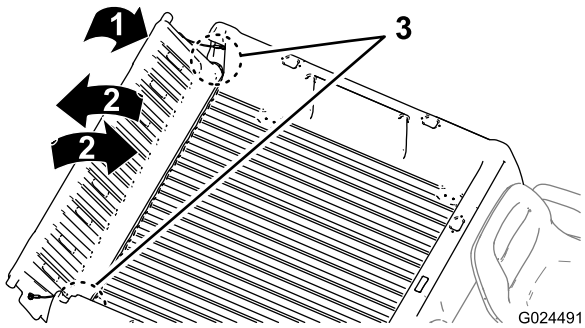

Figur 12
2. Fäll flakskyddet till ca 45° position (Figur 12).
3. Fäll flakskyddet fram och tillbaka flera gånger med en kort skakande rörelse (Figur 12).